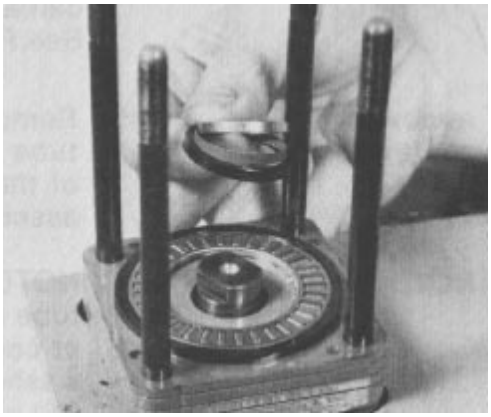

Figure 54
40.Remove the face seal, back-up ring, and face seal spacer from the upper cover plate (Fig. 54). Discard the face seal and back-up ring. Keep the metal spacer.